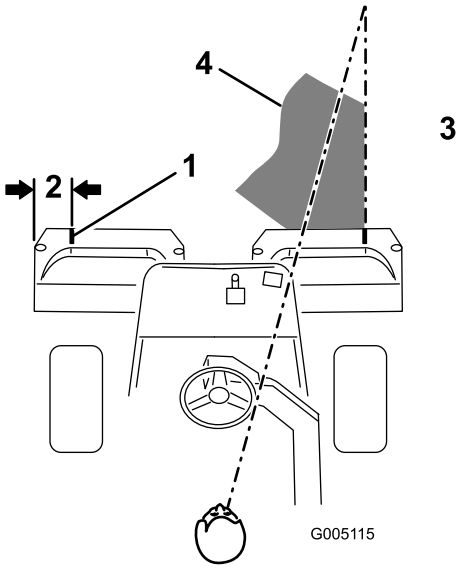
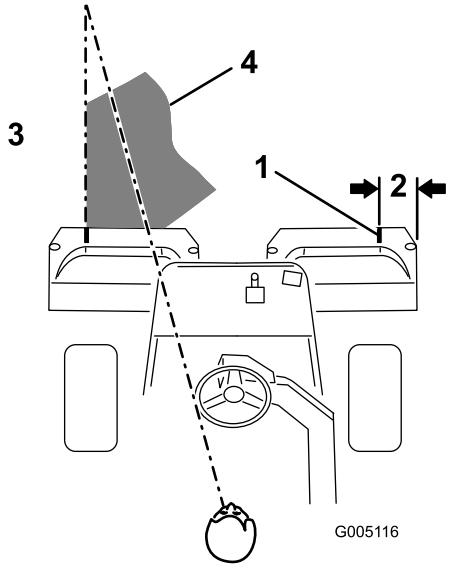

Figur 30
Figur 31
2. Placera en bit vit tejp eller måla en linje på varje korg parallellt med korgens ytterkant (Figur 30).
3. Överlappa den tidigare klippremsan så lite som möjligt under nästkommande vända. Etablera en tänkt siktlinje ca 1,8 till 3 m framför maskinen så att du klipper i en rak linje över greenen och håller maskinen på ett jämnt avstånd till förra klippvändans kant (Figur 30 och Figur 31). En del tycker att det är användbart att inkludera rattens ytterlinje som del i siktlinjen, dvs. att hålla rattkanten i linje med en punkt som alltid är på samma avstånd från maskinens framkant (Figur 30 och Figur 31).